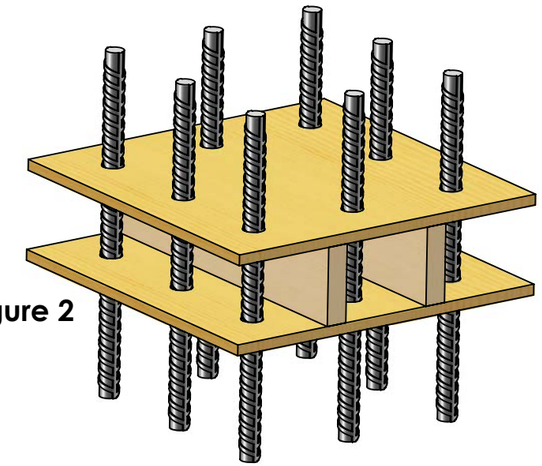

Figure 2
3. Rebar dowels that are protruding from the foundation should be fabricated so that the dowel is approximately 4" to 6" longer than the required couplers embedment length as defined in the LENTON INTERLOK Instruction Manual. See Figure 2.